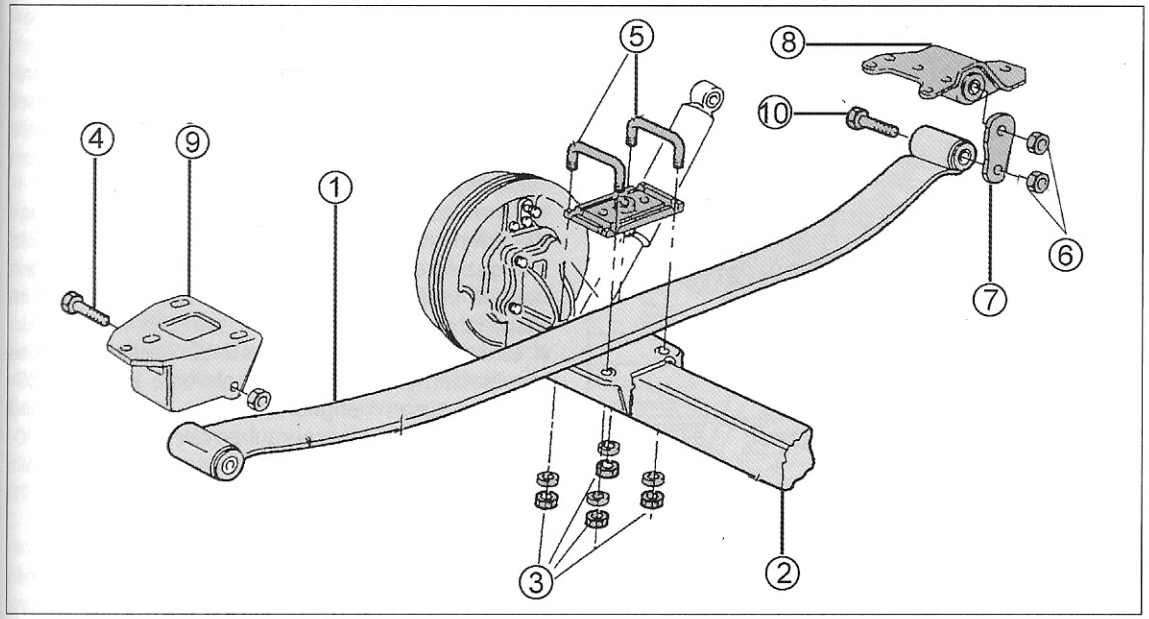

Bild 244
- Die in Bild 244 gezeigten Muttern (3) der Federbügelschrauben (5) entfernen und die Federbügel mit einem Hammer nach oben zu ausschlagen. Dabei das Gewinde nicht beschädigen.
- An der Rückseite der Feder die beiden Muttern (6) der Federlaschenaufhängung entfernen, an der Vorderseite der Feder die Mutter des Federbolzens (4) an der Innenseite abschrauben. Die Federbolzen noch nicht ausschlagen.
- Die Hinterachse durch Senken des Wagenhebers um einige Zentimeter nach unten bringen, den Federbolzen (4) an der Vorderseite ausschlagen. Dabei darauf achten, dass keine Teile unter Spannung kommen, vor allem der Bremsschlauch.
- An der Rückseite der Feder die Federlaschenplatte (7) abnehmen und die beiden Federbolzen (10) ausschlagen. Nach Ausschlagen der Federlaschenbolzen kann die Feder herunterfallen. Die entsprechenden Vorsichtsmaßnahmen müssen getroffen werden, um dies zu verhindern.